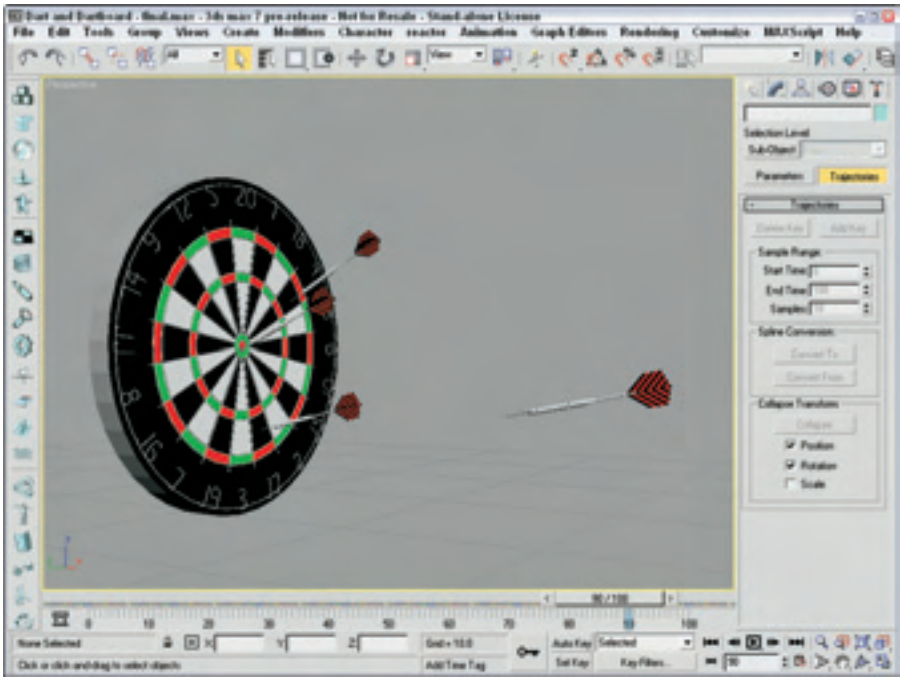

Figure 29-11: One frame of the dart animation
8. Click the Auto Key button (or press the N key) again to disable animation mode, maximize the Perspective viewport, and click the Play Animation button to see the animation. Figure 29-11 shows the darts as they're flying toward the dartboard.